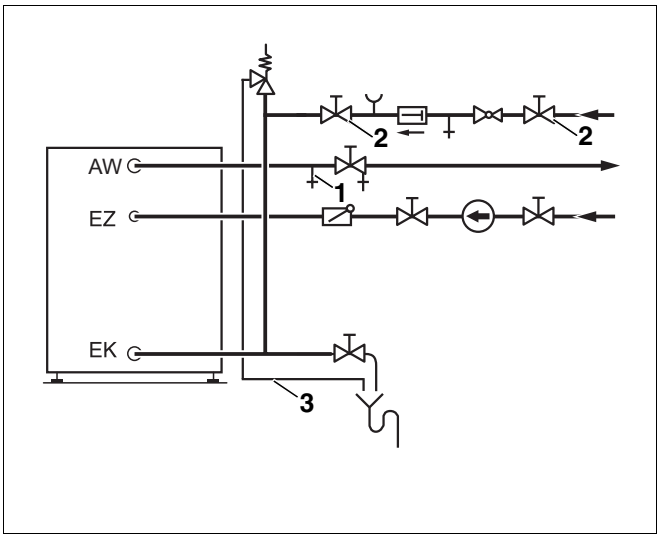

Rys. 9 Instalacja wg DIN 1988 (widok ogólny)
- Otworzyć zawór na- i odpowietrzający (rys. 9, **poz. 1**) lub najwyżej położony zawór czerpalny, aby odpowietrzyć podgrzewacz.
- Otworzyć zawór odcinający na dopływie zimnej wody EK (rys. 9, **poz. 2**), aby napełnić podgrzewacz.
- Przed podgrzaniem sprawdzić, czy kocioł grzewczy, podgrzewacz i przewody rurowe są napełnione wodą. W tym celu otworzyć zawór na- i odpowietrzający (rys. 9, **poz. 1**).
- Przewód wydmuchowy zaworu bezpieczeństwa powinien być stale otwarty (rys. 9, **poz. 3**).
– przewód wydmuchowy zaworu bezpieczeństwa (rys. 9, strona 14) był stale otwarty;